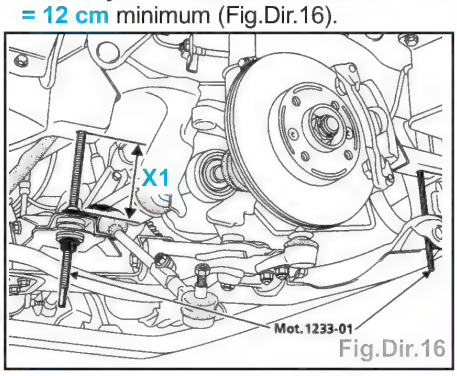

Fig.Dir.16
- Desserrer les écrous de l'outil **T. Av. 1233-01** de façon à descendre le berceau de **X1 = 12 cm** minimum (Fig.Dir.16).